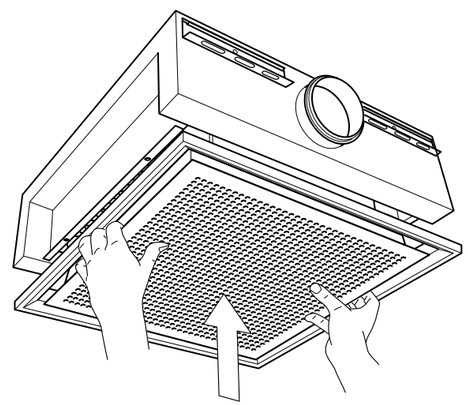

FIGURE 31
4) Once vacuuming and cleaning are complete, snap the front panel back into place. (See **FIGURE 31**)